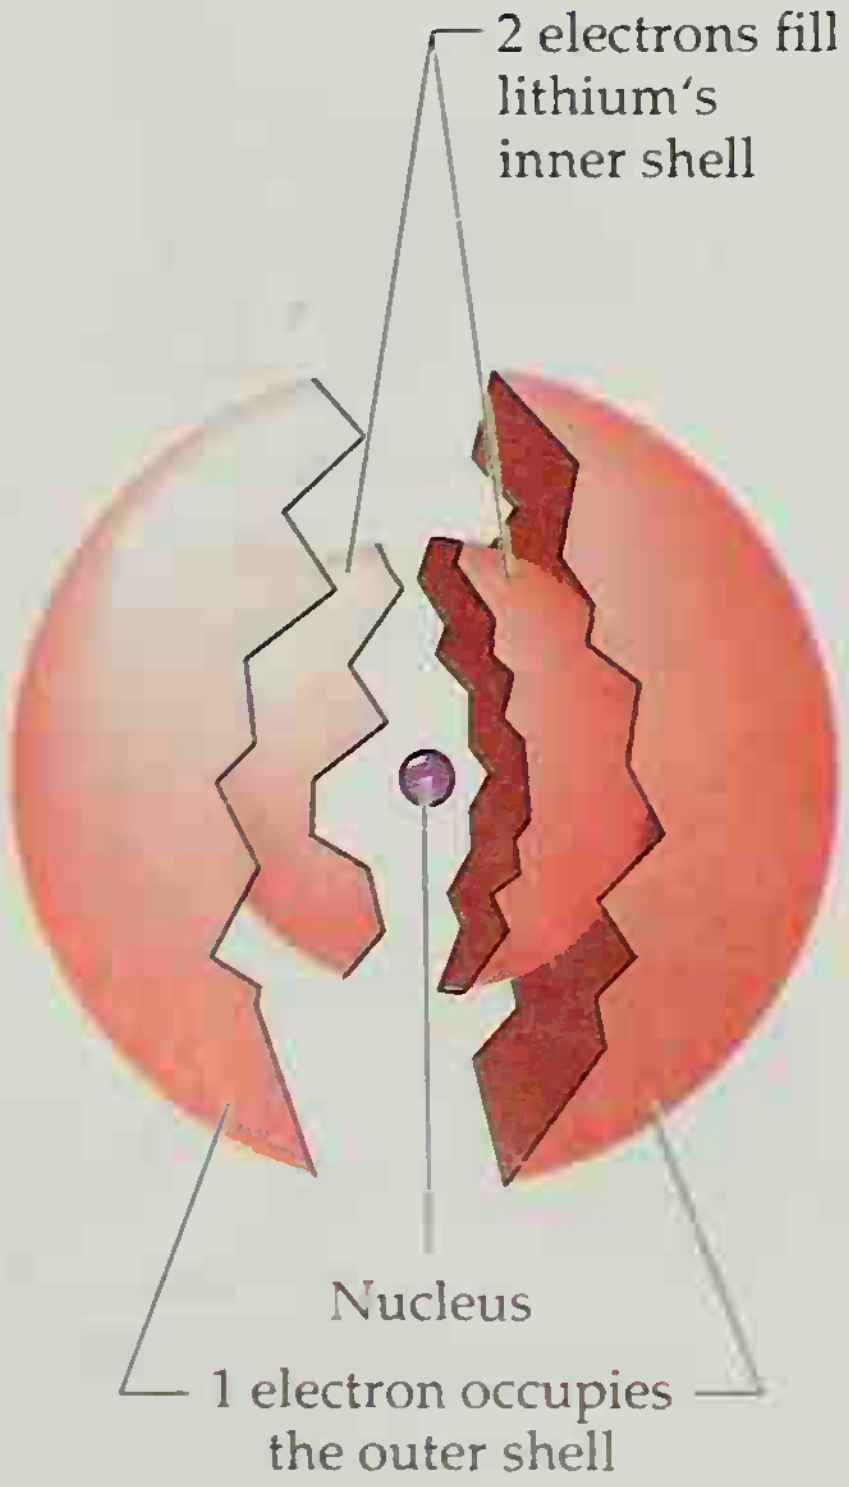

Figure 2.7
2. Surrounding shells of negatively charged electrons (Fig. 2.7).
adding a third electron to maintain electrical neutrality. Since the shell containing the first two electrons is now full and can hold no more electrons, the third electron goes into a second shell, larger than the first and concentric with it, as shown in Figure 2.7. Each of these electron shells occupied by the electrons that surround the nucleus is called a **quantum shell** and receives a *quantum number:* 1 for the shell closest to the nucleus (filled by two electrons), 2 for the next shell (which can hold a maximum of eight electrons), 3 for the next, and so forth. We use the term **electron structure** to indicate the distribution of electrons in the quantum shells surrounding a nucleus.